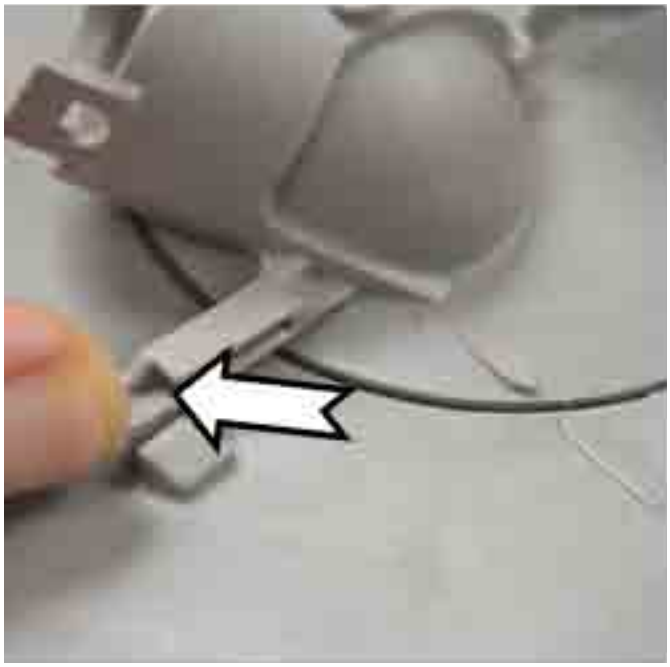

Figure 1
1. Release the lock on the diverter housing, (see Figure 1).